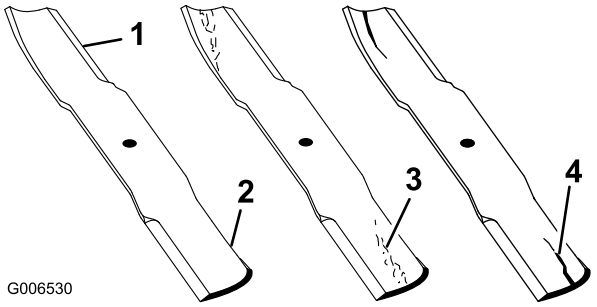

Figur 84
1. Undersøk kniveggene (Figur 84). Hvis kniven er sløv eller hvis det er hakk i den, må den tas av og knivene slipes. Se (side).
2. Undersøk knivbladene, spesielt buen (Figur 84). Hvis du finner skader, slitasje eller ser at det begynner å dannes spor i denne delen av kniven (Figur 84), må den skiftes ut øyeblikkelig.